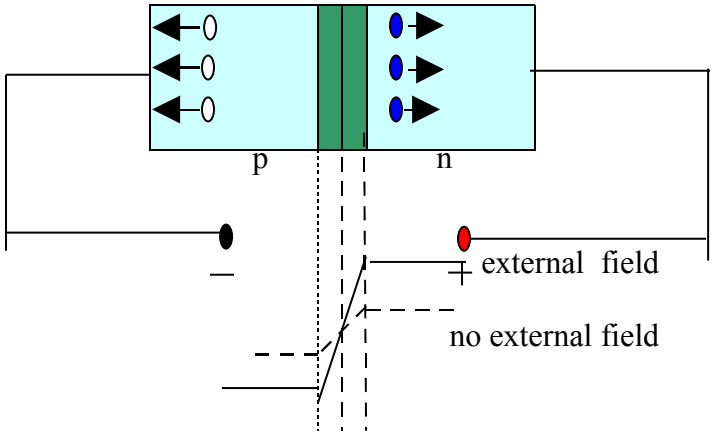

Fig.2.2 Reverse biasing of p-n junction
- The applied reverse voltage establishes an electric field which acts in the same direction as the field due to potential barrier. Therefore the resultant field at the junction is strengthened and the barrier height is increased as shown in fig.2.2.